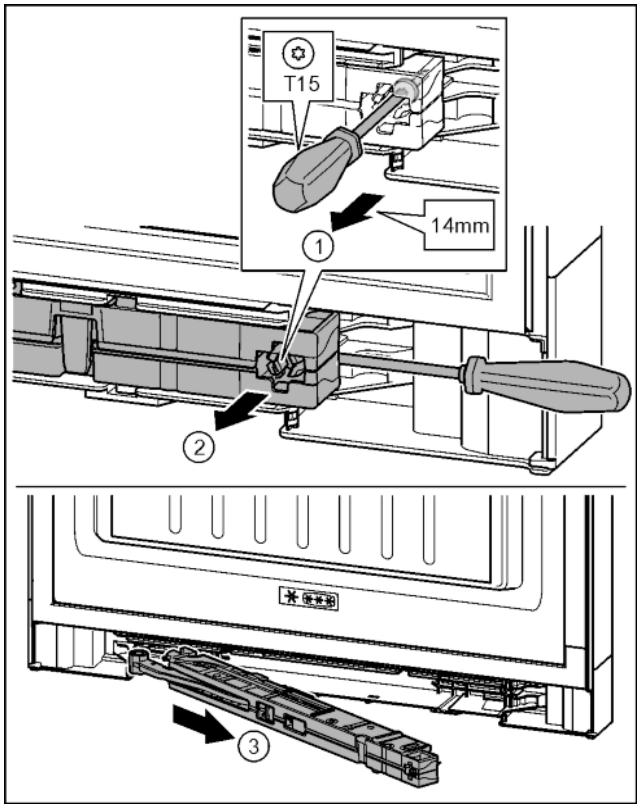

Fig. 20
- ▶ Schraube an Schließdämpfereinheit mit Schraubendreher T15 ca. 14 mm lösen. *Fig. 20 (1)*
- ▶ Mit Schraubendreher griffseitig hinter Schließdämpfereinheit fahren. Einheit nach vorn drehen. *Fig. 20 (2)*
- ▶ Einheit herausziehen. *Fig. 20 (3)*